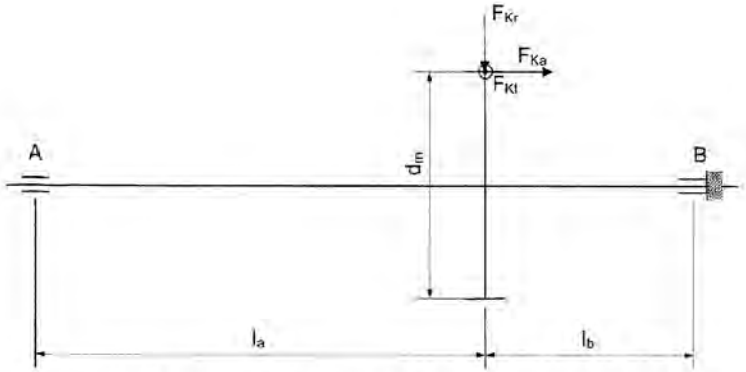

Bild 1: Schematische Darstellung der Antriebswelle mit Kegelrad
Die Lagerung der Antriebswelle eines schrägverzahnten Stirnradgetriebes ist zu bestimmen **(Bild 1)**. Die Lagerung der Welle erfolgt dabei statisch bestimmt mit einem Fest- (B) und einem Loslager (A). Die Lager sollen als Rillenkugellager ausgeführt werden und sind für eine Mindestlebensdauer von 10 000 h zu dimensionieren, ihre tatsächliche Lebensdauer ist nachzuweisen.